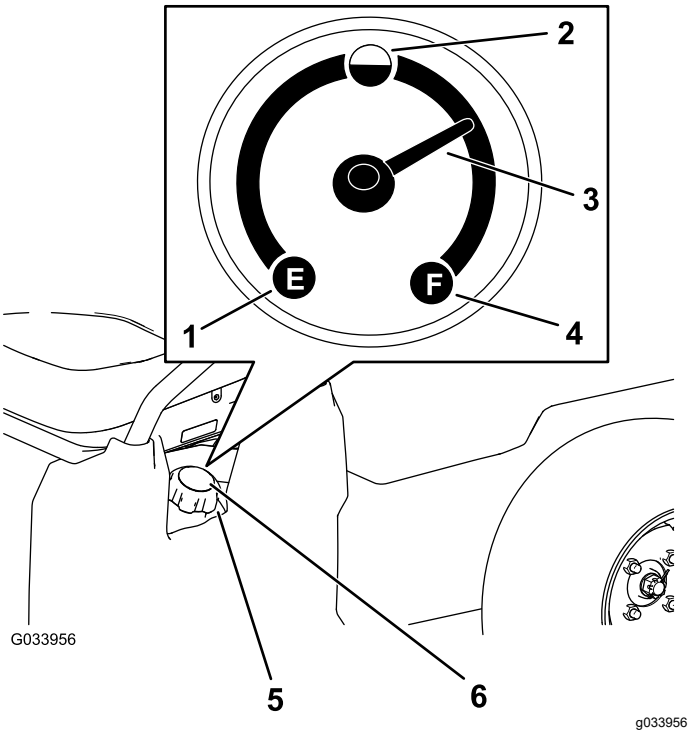

Rysunek 14
4. Oczyść obszar wokół korka wlewu paliwa (Rysunek 14).